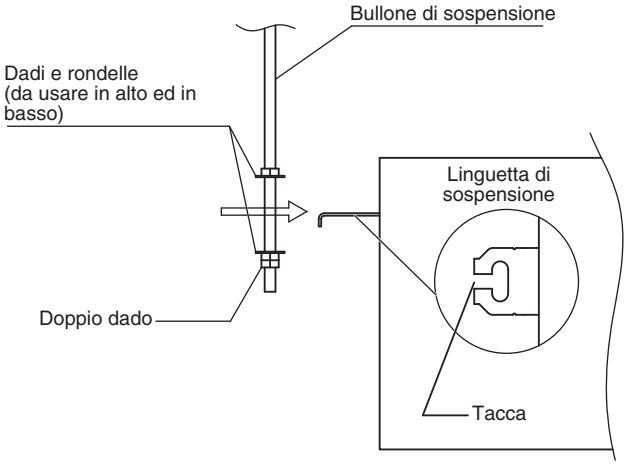

Fig. 3-5
(3) Avvitare i 3 dadi esagonali e le 2 rondelle (non in dotazione) su ciascuno dei 4 bulloni di sospensione (Fig. 3-5 e 3-6). Usare un dado ed 1 rondella per la parte superiore, e 2 dadi e 1 rondella per la parte inferiore in modo che quest'unità non cada dalle linguette di sospensione.